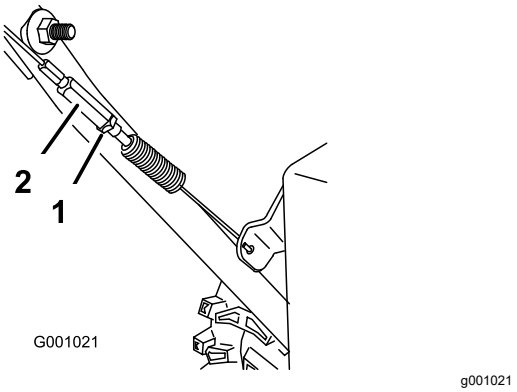

Figure 33
3. Resserrez l'écrou de blocage (Figure 33).